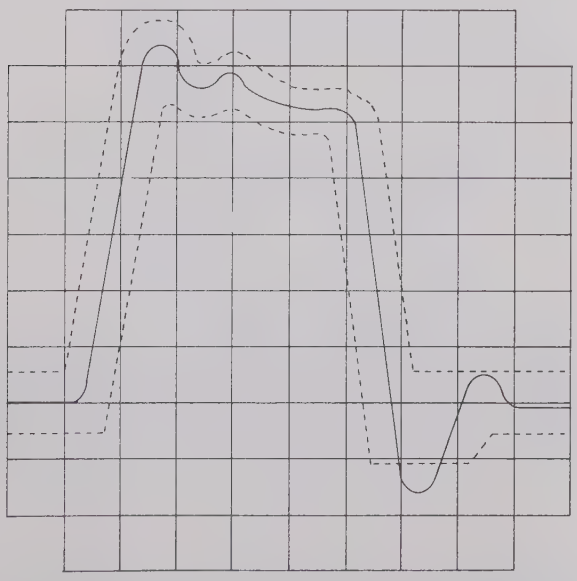

Figure 2-12 Automatic Waveform Analysis
b. Establish limits for the parameters of interest in terms of the result obtained in the measurements. In this case the result will be a voltage difference between 0% and 100% points. Program the computer with the measurement and test limit data. An example of a typical pulse waveform and the envelope of the test limits is shown in Figure 2-12.